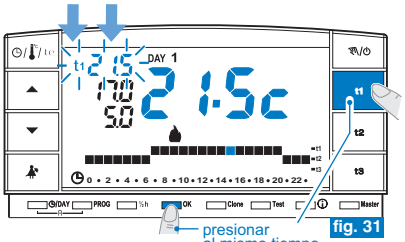

fig. 31
- En 8 segundos **pulsa a la vez** la tecla correspondiente (**t1** o **t2**) y la tecla **OK**; para confirmar que se ha producido el bloqueo, la sigla (t1 o t2) y el correspondiente valor de al lado parpadean (ejemplo en fig. 31).